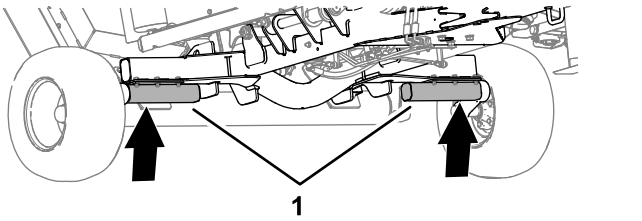

Figur 39
1. Løft gressklipperen ved akselhalvdelene som vist i Figur 39.